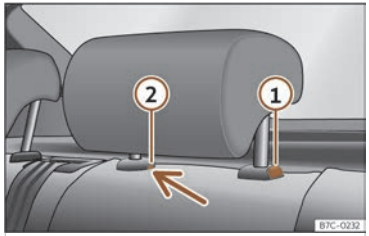

Fig. 102 Rear headrest: removal.
- Press button ››› **Fig. 102** ①, while simultaneously pressing on the safety hole ② with a flat screwdriver a maximum of 5 mm wide, and remove the headrest.